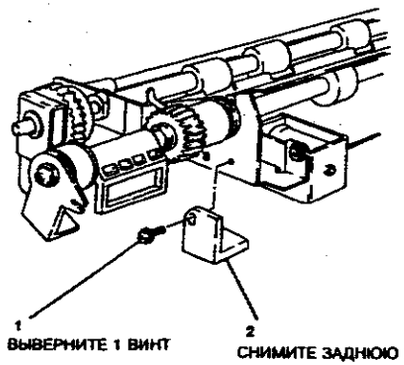

**Рисунок 1. Снятие задней опоры**
2. (Рисунок 1) Снимите заднюю опору.